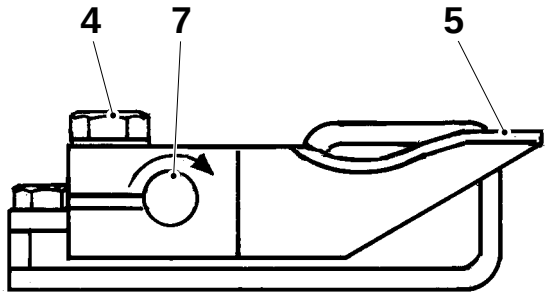

Fig. 1
Then pre-tension the spring element by turning the axle (7) clockwise, see fig. 1.